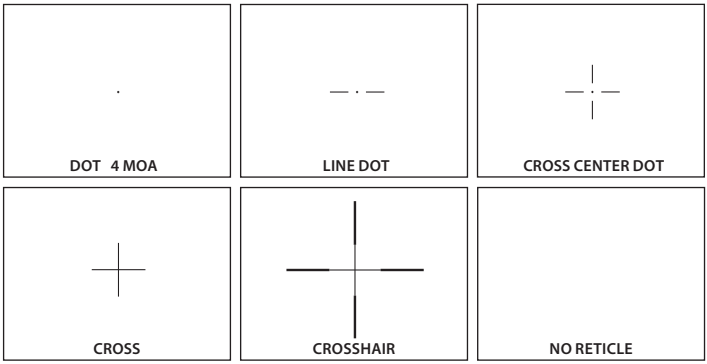

FIGURE 3-26. RETICLE PATTERNS
Hold down button (4) to select from a choice of reticle patterns: “Dot 4 MOA,” “Line Dot,” “Cross Center Dot,” “Cross,” “Crosshair” (Figure 3-26).